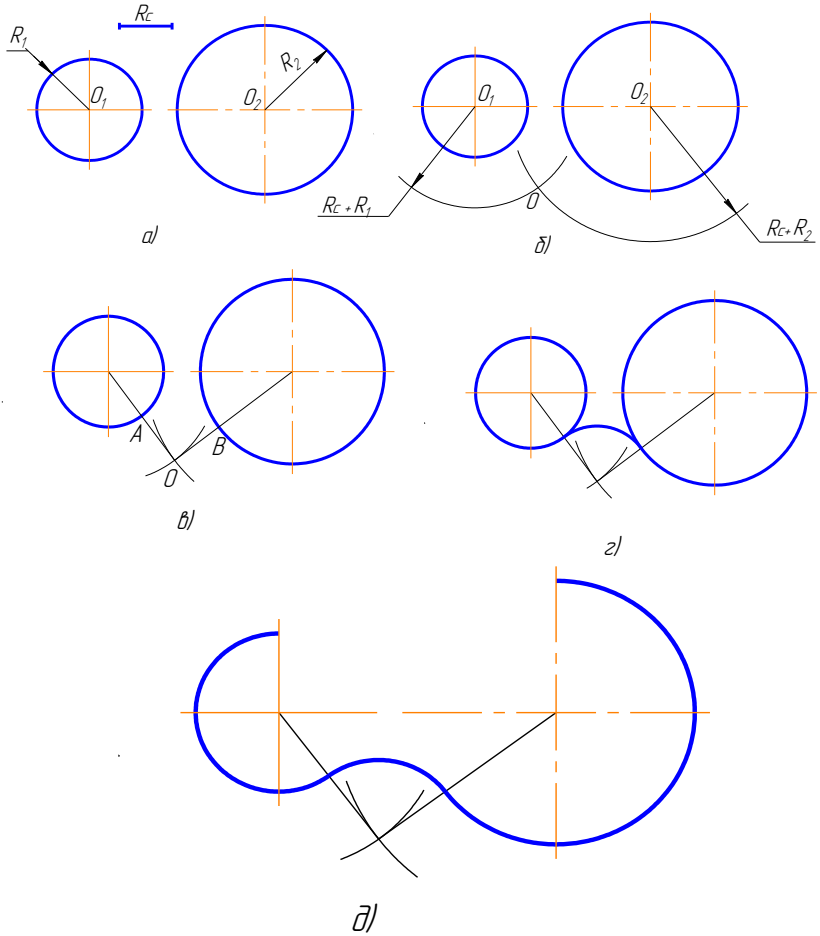

Рисунок 3.13 – Построение заданной окружности находящейся с внешней стороны сопрягающей дуги (внешнее сопряжение)
1. Найти центр сопряжения O, (рисунок 3.13, б). Для этого из O_1 и O_2 сделать засечки суммами радиусов: $R_c + R_1$ и $R_c + R_2$;
2. Найти точки сопряжения A и B, (рисунок 3.13, в). Соединить точку O с O_1 и O_2: OO_1; OO_2. На пересечении этих линий и сопрягаемых дуг отметить точки A и B.
3. Построить дуги сопряжения, т. е. радиусом R_c соединить точки A и B, (рисунок 3.13, г).